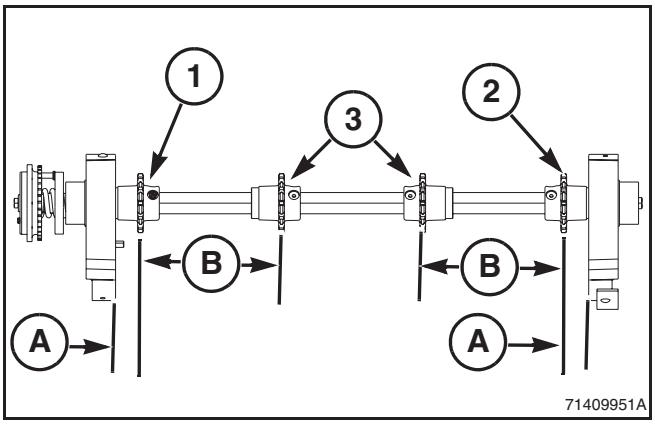

FIG. 802
FIG. 802: Serial Number HS36101 and Later - Position the tooth centerline of the left-hand (1) and of the right-hand (2) sprocket to a dimension (A) of 74.6 mm (2.937 in) from the inside surface of the pivot housings.